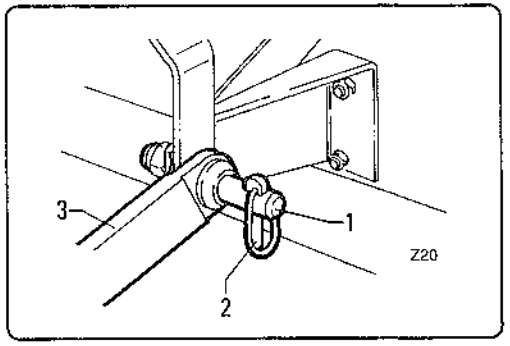

fig. 4.2.1
- Avvicinare in retromarcia il trattore alla macchina, allineando i bracci del sollevatore del trattore ai due perni laterali di attacco "1" fig. 4.2.1.